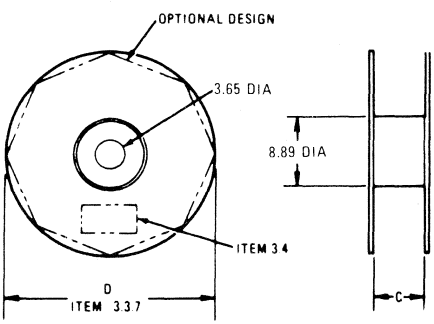

FIGURE 3 – REEL DIMENSIONS
3.3.4. 50 lb. Kraft paper must be wound between layers of components as far as necessary for component protection. Width of paper is 0.158 cm to 1.905 cm less than "C" dimension of reel. See Figure 3.
Minimum reel and carton marking shall consist of the following: See Figure 3.